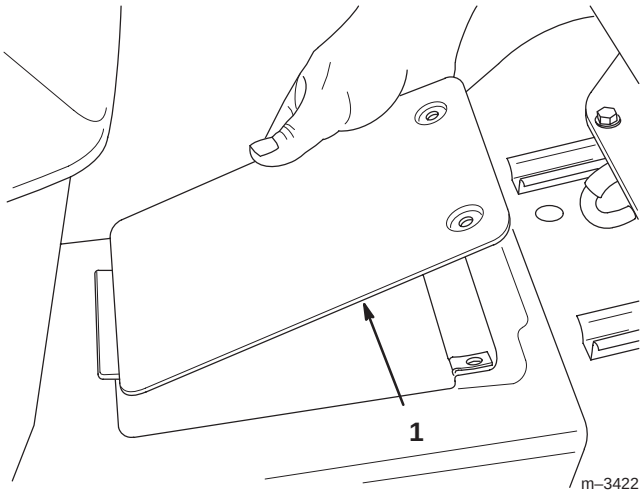

Bild 32
3. Öffnen Sie die Wartungsabdeckung an der Antriebswelle des Zugmaschinentunnels in der Nähe des Sitzes, indem Sie die beiden Befestigungsschrauben entfernen. Heben Sie die Abdeckung dann an (Bild 32).